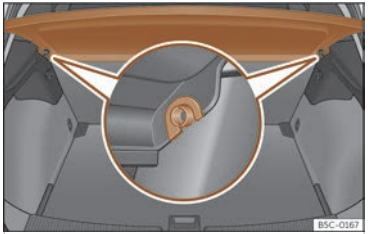

Fig. 184 Dans le coffre à bagages : démonter et remonter la plage arrière.
- Dégagez la plage arrière des supports latéraux ››› **fig. 184** en la tirant vers le haut puis en la détachant.
- Introduisez la plage arrière horizontalement en faisant coïncider la « forme en U » sur l'axe des supports ››› **fig. 184**, et appuyez vers le bas jusqu'à ce qu'elle s'encastre.